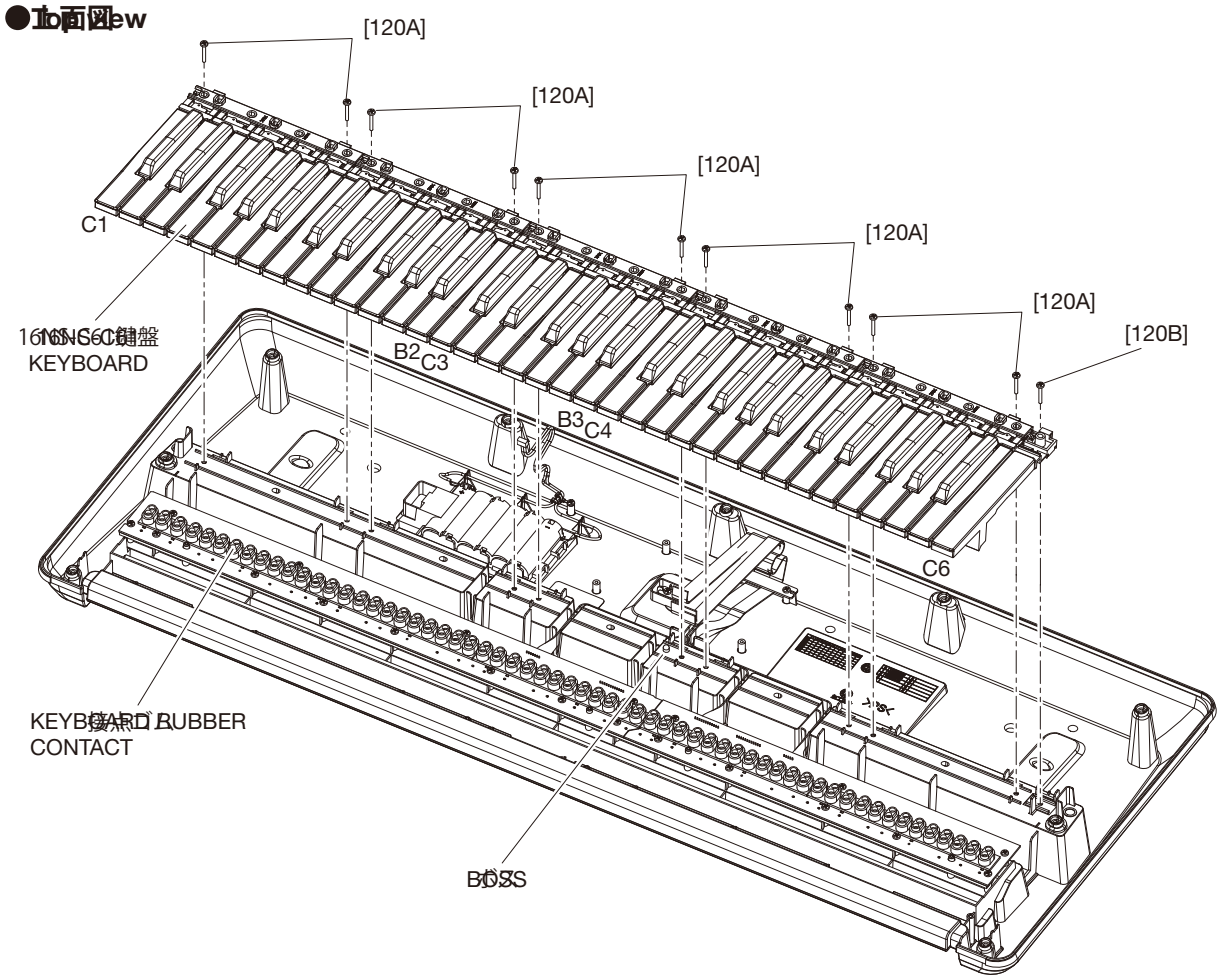

Fig.6
1. The white and black keys are grouped in single octave sets starting from the left side and consist of a total of five sets. Only the C6 white key, unlike the other keys, is not included in a set. (Fig.6)
2. To remove a set, remove the 2 each screws marked [120A]. The white and black keys in the set can then be removed. (Fig.6)
3. To remove the white key C6, remove the screw marked [120B], unhook as described in previous procedure, and pull out toward you. (Fig.6)
* ***To reassemble after all white and black keys have been removed, first, mount by aligning the C3 to B3 white and black keys with the boss, and then mount the remaining white and black keys. (Fig.6)***
1. Remove the white and black keys corresponding to the rubber contacts to be removed. (See Fig.6 and "●White keys and black keys" in procedure 7)
2. Remove the respective rubber contacts. (Fig.6)
1. Remove the C1 to B3 white and black keys. (See Fig.6 and "●White keys and black keys" in procedure 7)
1. Remove the C4 to C6 white and black keys. (See Fig.6 and "●White keys and black keys" in procedure 7)